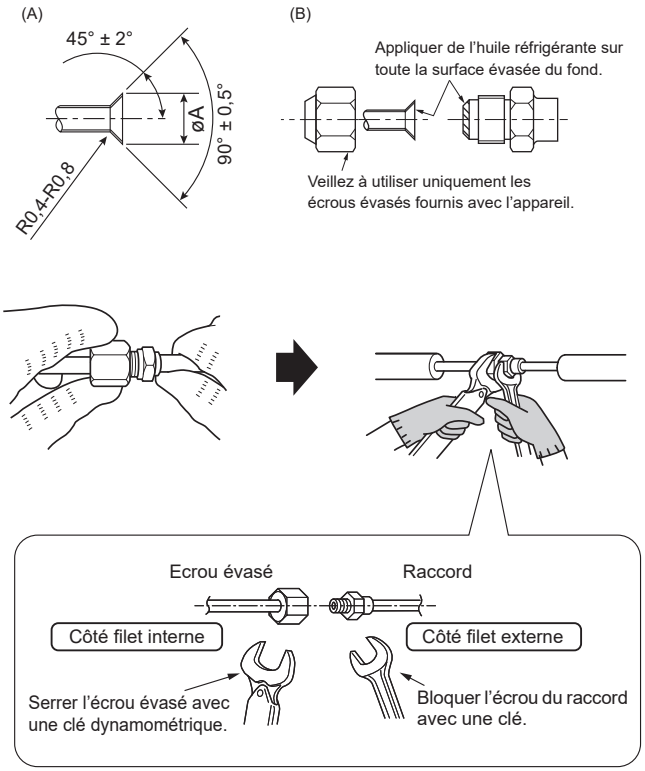

Fig. 4-1
4.2. Appareil intérieur (Fig. 4-1)